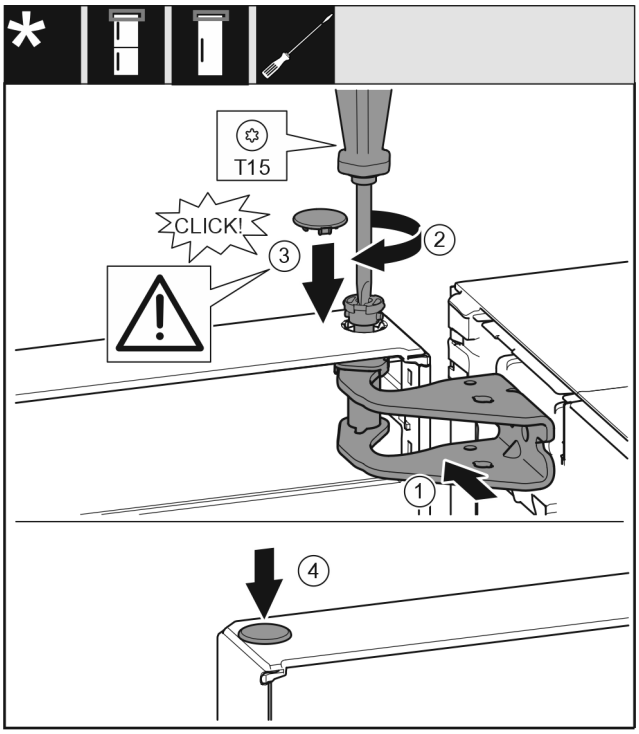

Fig. 23
▶ Aliniați ușa sus spre deschizătură în suportul de lagăr *Fig. 23 (1)*.
▶ Introduceți bolțul *Fig. 23 (2)* și înșurubați-l ferm cu șurubelnița.
▶ Montați capacul *Fig. 23 (3)*.
▶ Controlați să fie capacul *Fig. 23 (3)* așezat pe ușă.
▶ Montați capacul *Fig. 23 (4)*.